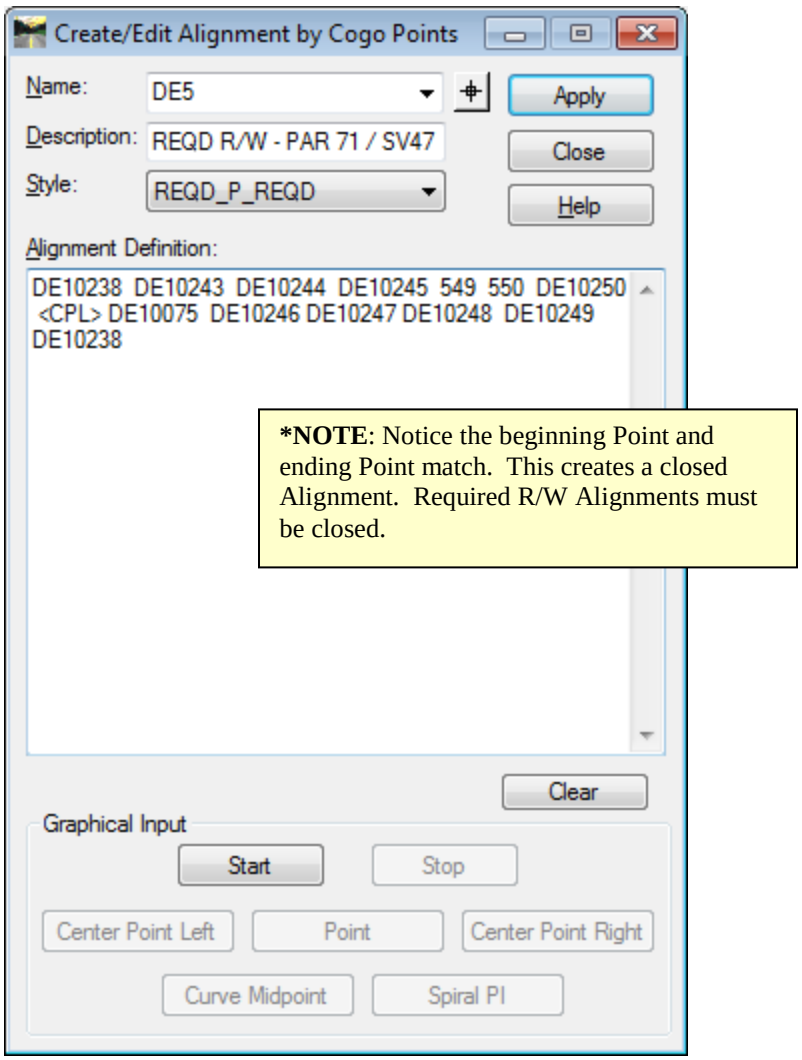

Figure L12-43 Create/Edit Alignment by Cogo Points
- Verify your entries match those shown in *Figure L12-43*.